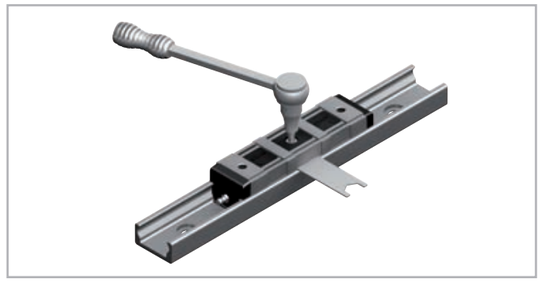

Fig. 98
(1) Check the cleanliness of the tracks.
(2) Insert the slider in the rail (CSW and CDW sliders should be inserted without wipers). Slightly loosen the fixing screws of the roller pins (no marking) to be adjusted.
(3) Position the slider on one end of the rail.
(4) For the U rails there must be a thin support (e.g. set key) under the ends of the slider body to ensure the horizontal alignment of the slider in the flat raceways.
(5) Insert the included special flat wrench from the side between the rail and the slider and slip it onto the hexagon of the eccentric roller to be adjusted.
(6) By turning the flat key clockwise, the roller to be adjusted is pressed against the upper track and the slider is then without play. Avoid a preload that is too high. It generates increased wear and reduces the service life.
(7) While holding the correct position of the roller with the adjustment key, the fixing screw can be carefully tightened. The exact tightening torque will be checked later (see fig. 98 and tab. 42).
(8) Move the slider in the rail and check the preload over the entire length of the rail. It should move easily and the slider should not have play at any location of the rail.
(9) For sliders with more than 3 rollers, repeat this process with each eccentric roller. Always start with each roller to be adjusted. Make sure that all rollers have even contact to the tracks.
(10) Now tighten the fixing screws with the specified tightening torque from the table while the flat key holds the angle adjustment of the pin. A special thread in the roller pin secures the set position.
(11) Now install the wiper of the CSW- and CDW-sliders and ensure a proper lubrication of the raceways.